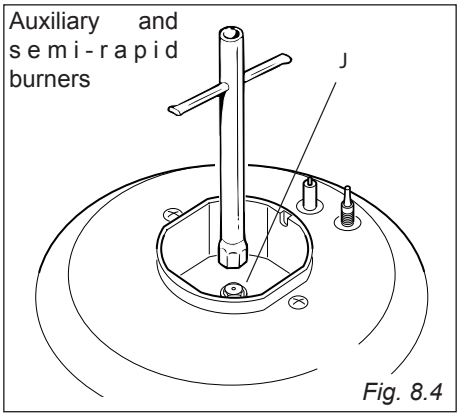

Fig. 8.4
- Using a wrench, substitute the nozzle injectors "**J**" (figs. 8.4, 8.5) with those most suitable for the kind of gas for which it is to be used.